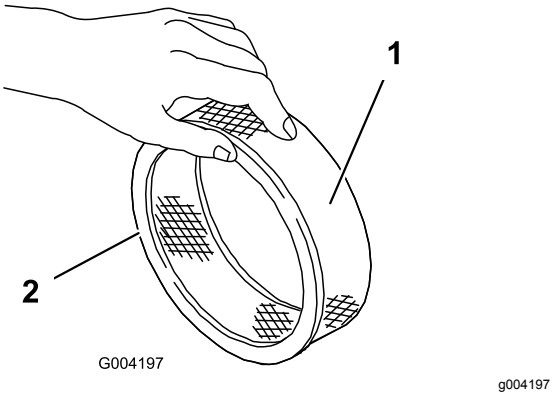

Figur 46
5. Efterse papirfilteret for revner, en olieagtig film og beskadigelse af gummipakningen (Figur 46).
1. Skub forsigtigt skumforfilteret over på papirindsatsen (Figur 46).